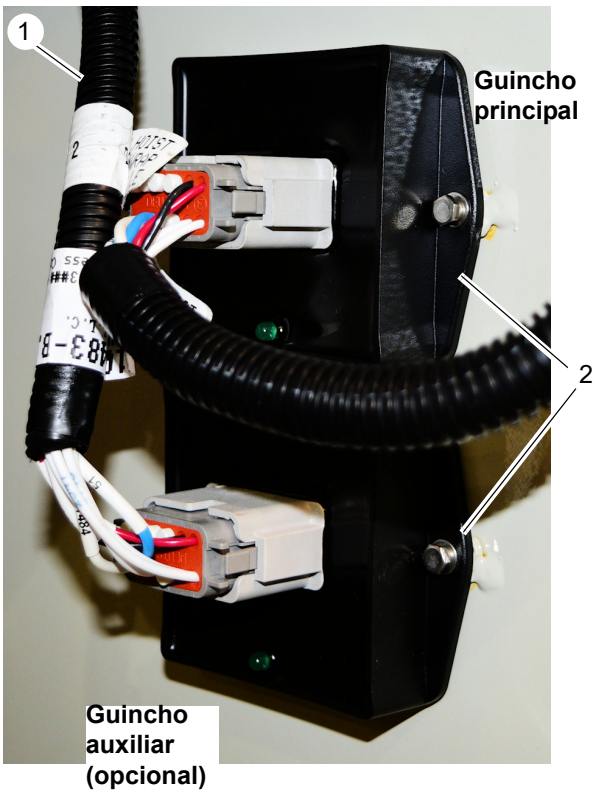

FIGURA 5-3
1. Desconecte o chicote eléctrico do DRI (1, Figura 5-3) do módulo de DRI apropriado (2) localizado no interior da estrutura do guincho.
1. Direcione o chicote elétrico do DRI (1, Figura 5-3) através do reforço na estrutura do guincho. Conecte o conector do DRI ao módulo de DRI do guincho (2) apropriado localizado no interior da estrutura do guincho.